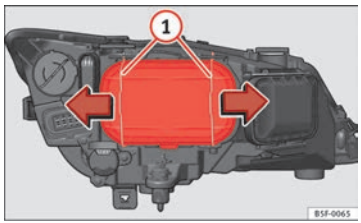

Fig. 139 Médios
– Desloque os tirantes ⇒Fig. 139 (1) no sentido da seta e puxe a tampa.